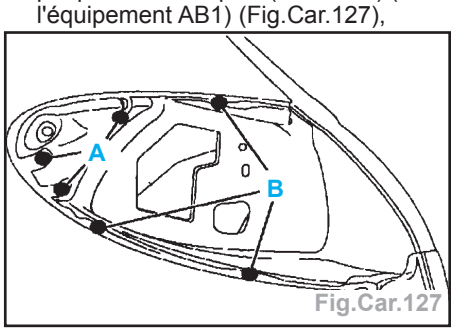

Fig.Car.127
- par points électriques (suivant **A**) (avec l'équipement AB1) (Fig.Car.127),